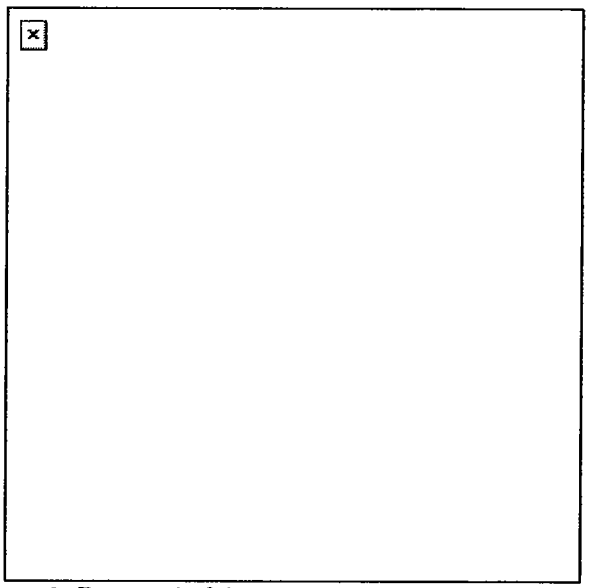

Figure 2. Removal of the recoil spring and spring guide.
f. Slightly compress the recoil spring and spring guide. At the same time, lift them up and remove them, allowing the recoil spring to stretch slowly (Figure 2).